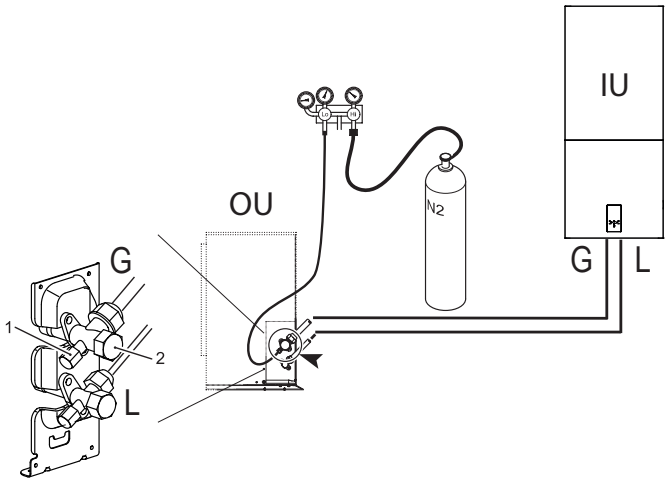

fig. 14 - Teste de estanqueidade ao ar e detecção de fugas
- Com as torneiras da unidade externa completamente fechadas, remova a tampa da torneira de serviço (det. 1 - fig. 14) e a conexão (det. 2 - fig. 14) da válvula de gás (a maior)